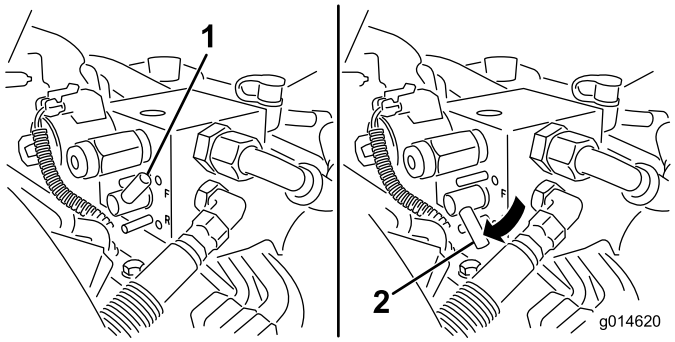

Figuur 54
5. Zet de wethendel in de achteruitstand (R) (Figuur 54).